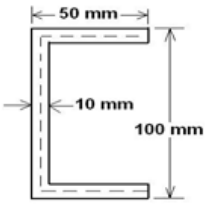

Figure 2
Q.3 (a) Find out shear centre of thin walled section as shown in Fig. 2. Assume constant thickness throughout the section. (07)